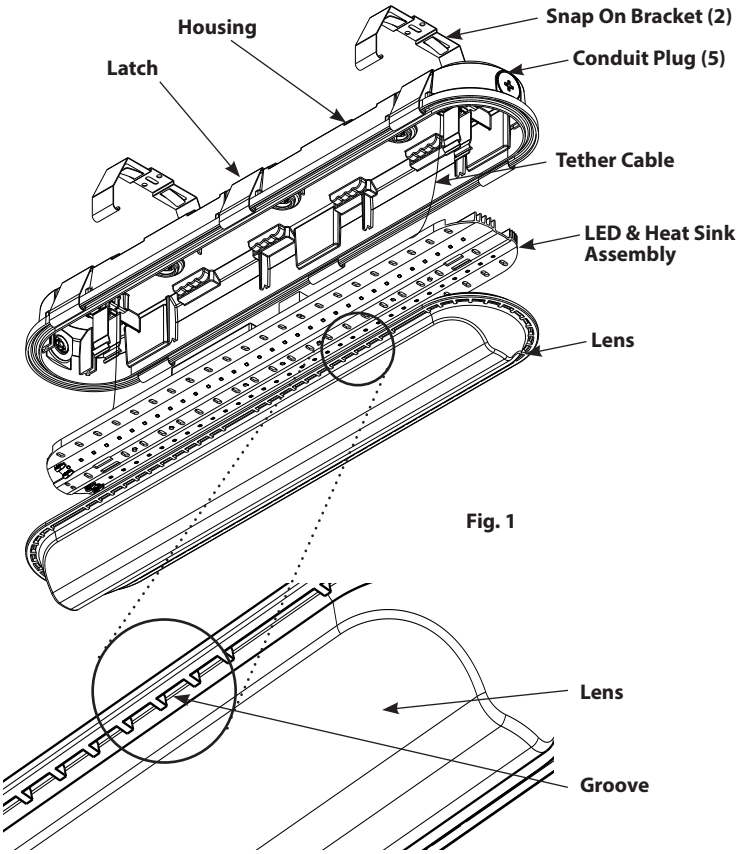
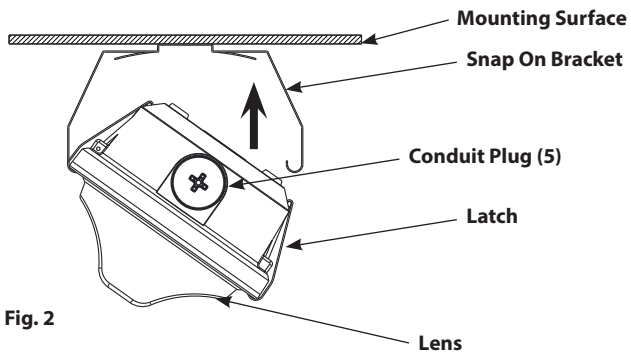

Fig. 1
Fig. 2
7. Snap **Housing** on **Snap On Brackets (2)** as shown in **Fig. 2**. Ensure that **Housing** is secure to **Snap On Brackets (2)** and inserted into the **Grooves** on **Lens** as shown in **Fig. 1**.
3. Snap **Housing** on **Snap On Brackets (2)** as shown in **Fig. 2, Page 1**. Ensure that **Housing** is secure to **Snap On Brackets (2)** onto the **Grooves** on **Lens** as shown in **Fig. 1, Page 1**.